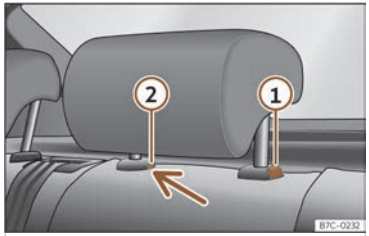

Fig. 103 Rear headrest: removal.
- Press button ››› **Fig. 103** ①, while simultaneously pressing on the safety hole ② with a flat screwdriver a maximum of 5 mm wide, and remove the headrest.